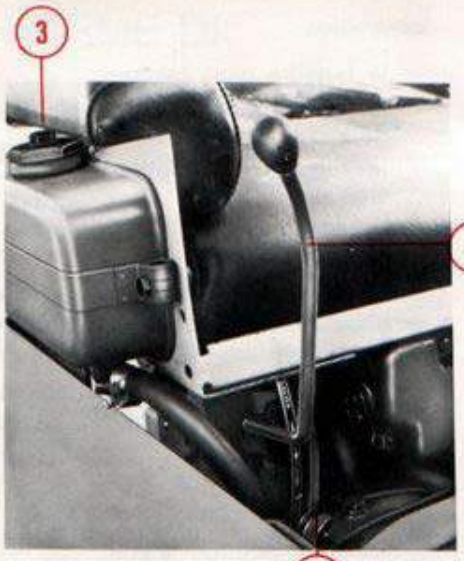

Fig. 7
Mettere in moto la trattrice tenendo la leva di comando (1 fig. 7) abbassata; dopo un paio di minuti, alzando la stessa leva si otterrà l'alzata, mentre con la manovra inversa, i bracci senderanno.
1) Abbassare progressivamente la leva di comando (1 fig. 7) finchè si sarà raggiunta la profondità di lavoro desiderata.
2) Accostare il registro leva di comando (2 fig. 7) alla leva stessa in modo da ottenere anche nelle passate successive la medesima profondità. Ad ogni operazione di sollevamento o di abbassamento l'attrezzo si fermerà sempre esattamente nella posizione richiesta.